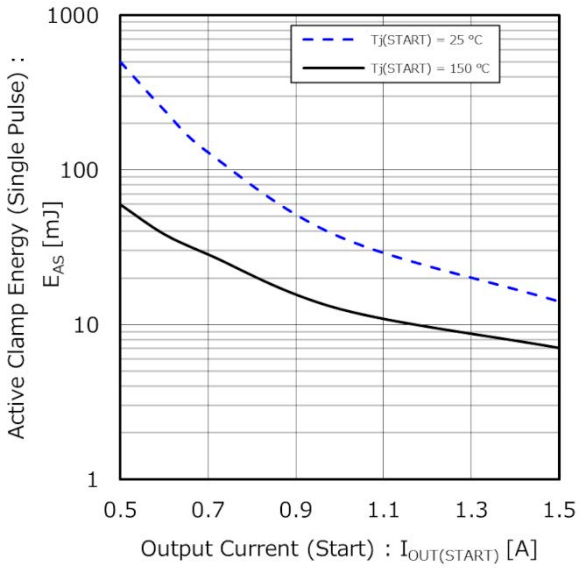

Figure 1. Active Clamp Energy (Single Pulse) vs Output Current (Start)
*The IC integrates the active clamp function to internally absorb the reverse energy $E_L$ which is generated when the inductive load is turned off. When the active clamp operates, the thermal shutdown function does not work. Decide a load so that the reverse energy $E_L$ is active clamp tolerance $E_{AS}$ (refer to Figure 1.) or under when inductive load is used.*